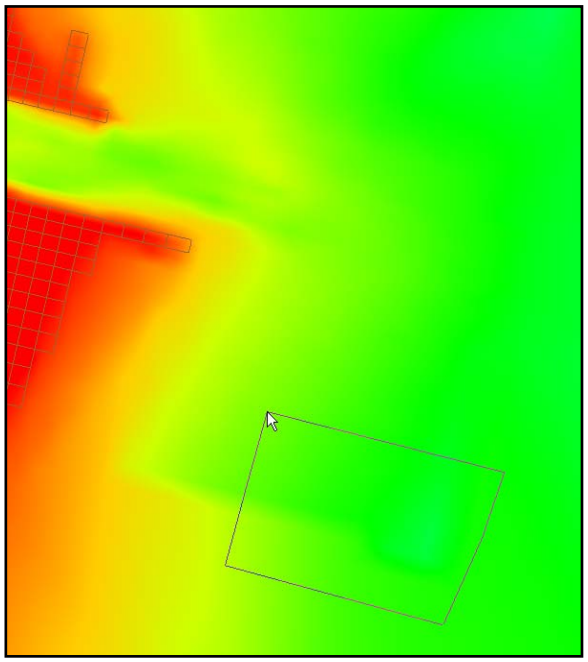

Figure 21. Area of bathymetry that may need to be smoothed for several iterations.
4. After the bathymetry is interpolated, there may be uneven areas at the edges (for projects where interpolated datasets are greatly different it is suggested that a new grid be generated from the merged scattersets), and smoothing sections of the edges is an option (Figure 21),